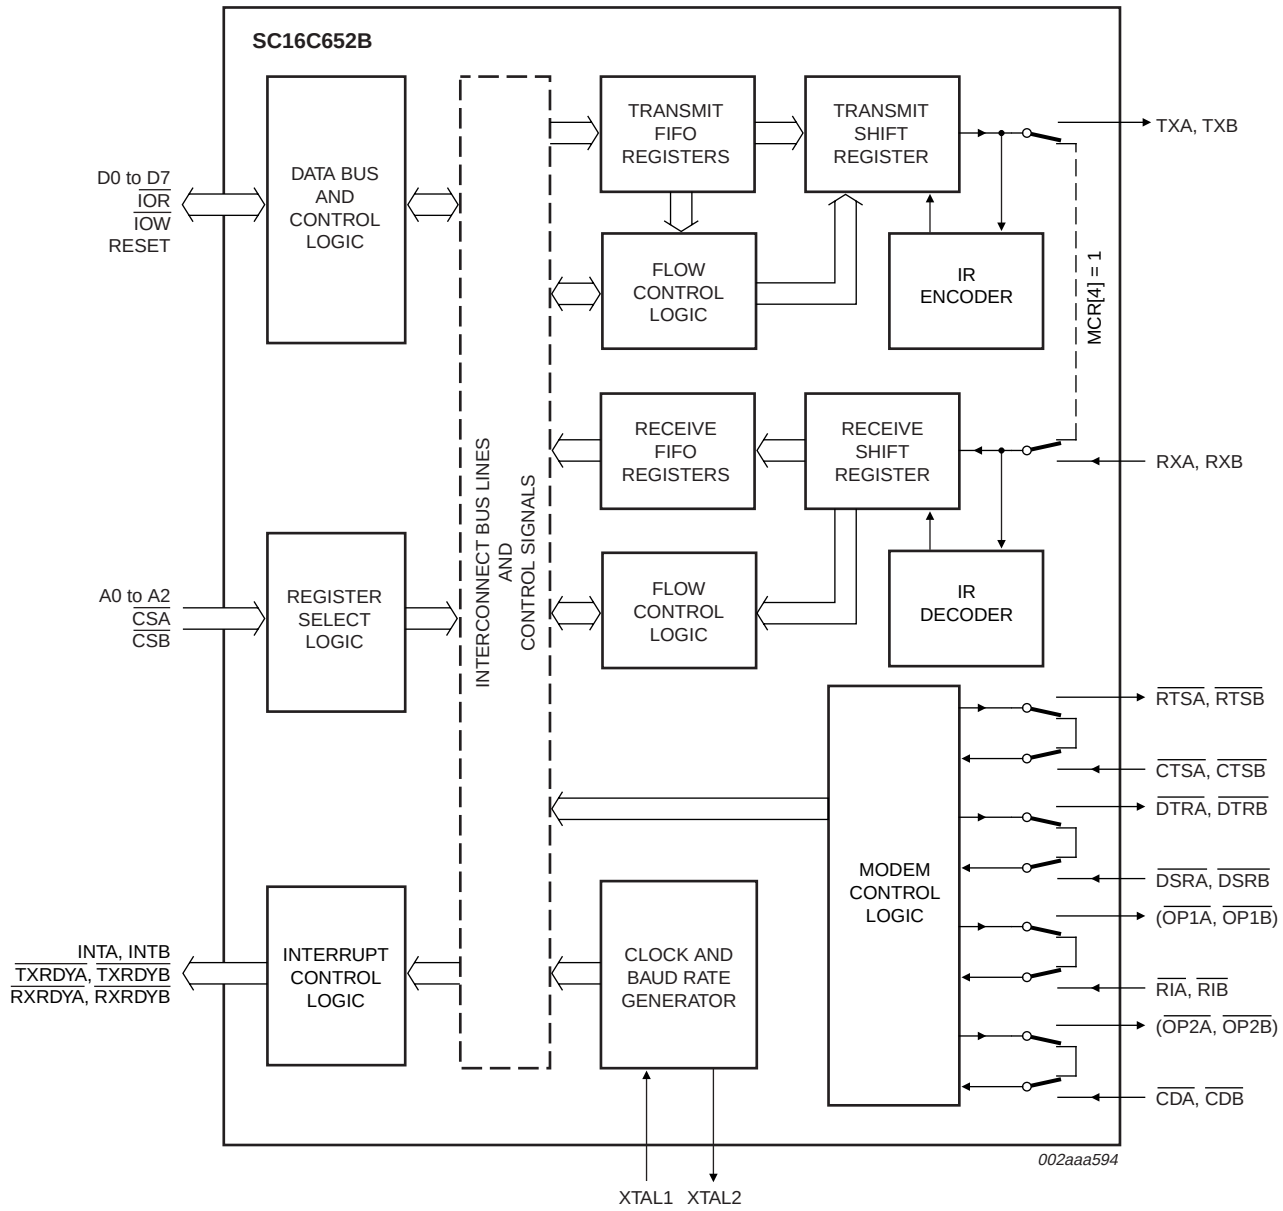

Fig 5. Internal loop-back mode diagram
The internal loop-back capability allows on-board diagnostics. In the loop-back mode, the normal modem interface pins are disconnected and reconfigured for loop-back internally (see Figure 5). MCR[3:0] register bits are used for controlling loop-back diagnostic testing. In the loop-back mode, the transmitter output (TX) and the receiver input (RX) are disconnected from their associated interface pins, and instead are connected together internally. The $\overline{CTS}$, $\overline{DSR}$, $\overline{CD}$, and $\overline{RI}$ are disconnected from their normal modem control inputs pins, and instead are connected internally to $\overline{RTS}$, $\overline{DTR}$, MCR[3] ($\overline{OP2}$) and